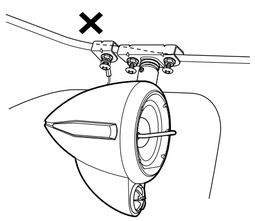
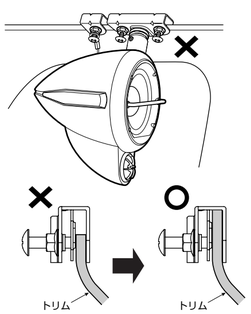

図4-5
図4-6
- 外周部が曲線になっているトリム（図4-5）、取り付け金具の奥まで差し込みができないトリム（図4-6）への取り付け